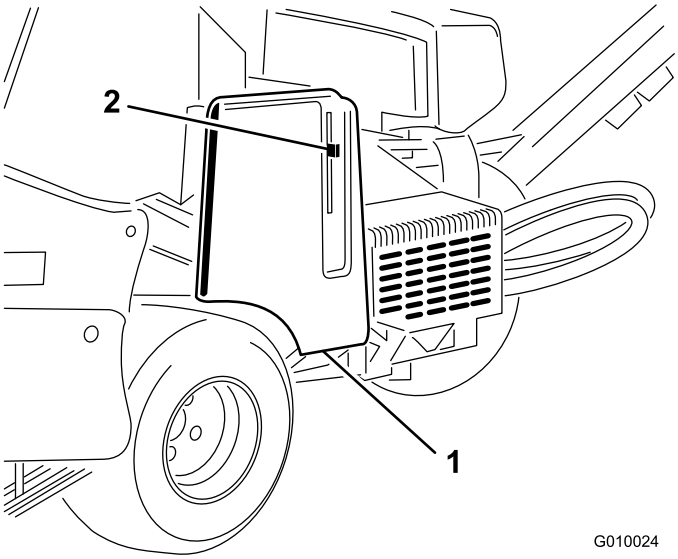
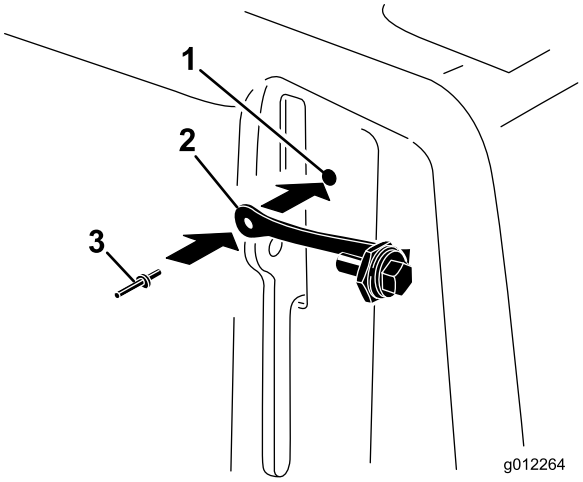

Figur 8
Figur 9
1. Lokalisera hålet i remkåpan bredvid låsspärren (Figur 8 och Figur 9).
2. Använd hålet i remkåpan och fäst snodden med en popnit (Figur 9).